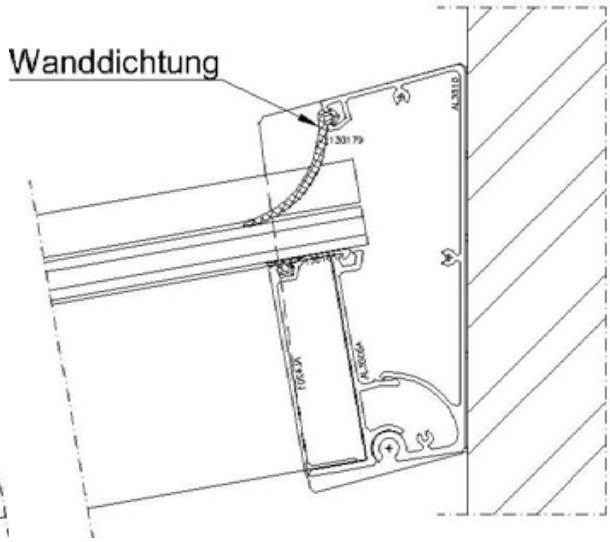

Abb. 30
6.11 Drücken Sie die Wanddichtung in das Wandprofil. Abb.: 30